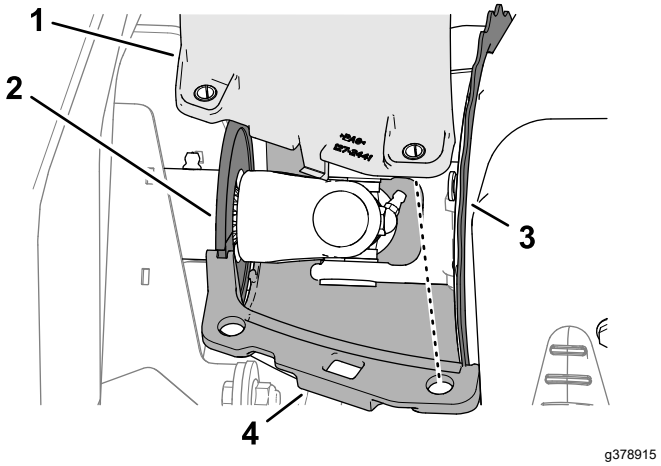

Figur 67
1. Rikta in spåren i den övre och nedre generatorns kylluftshöljen med drivaxelborstens tätning och generatorkåpans fläns (Figur 67).